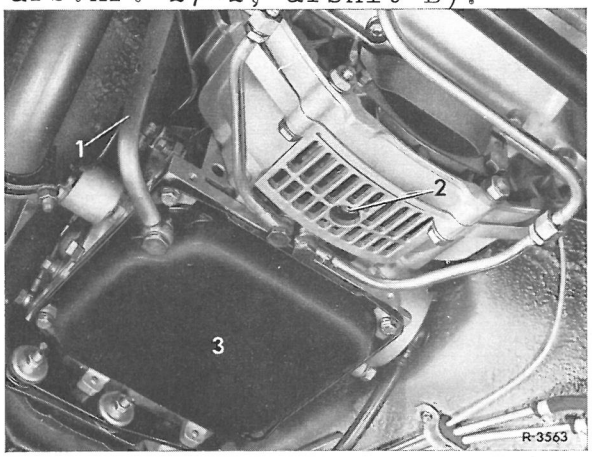

Fig. 27-6/2
2 Gearkasseolie aftappes. Det gøres ved, at man skruer gearkassens oliepåfyldningsrør (1) af ved gearkassens bundkar (3) ligesom også olieaftapn.skruen (2) på den hydr.kobling skrues af (fig. 27-6/2). Anvend kun en helt ren beholder! Se også arb.nr. 27-2, afsnit B).